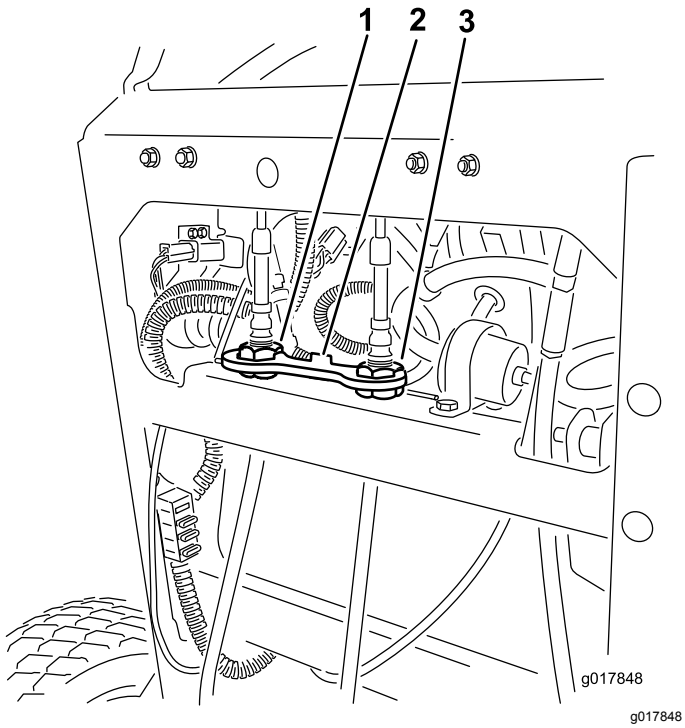

Bild 70
6. Setzen Sie das Kabelschloss in die Kabeleinstellmuttern ein, um die Einstellung zu arretieren (Bild 70).